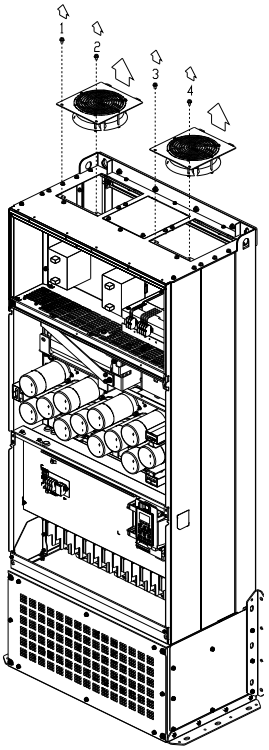

Figure 4
4. Loosen screws 1–4 (as shown below) and remove the fan. Make sure the fan is disconnected when removing. Screw torque: 24–26 kg-cm / [20.8–22.6 Ib-in.] / [2.4–2.5 Nm] (figure 4)